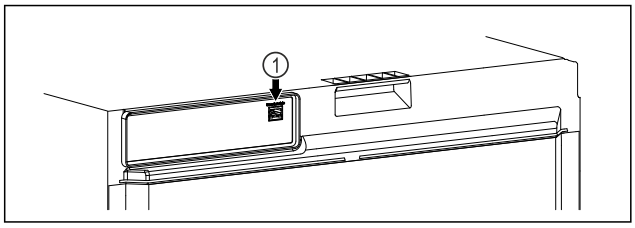

Fig. 90
❑ SmartModule *Fig. 90 (1)* ist eingesetzt.